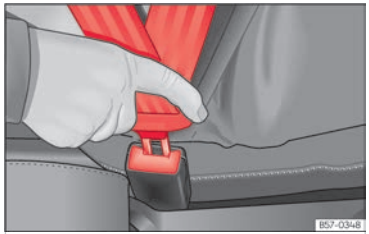

Fig. 22 Insertar la lengüeta del cinturón de seguridad en su cierre.
- Encastre la lengüeta en el cierre del asiento correspondiente ››› fig. 22.